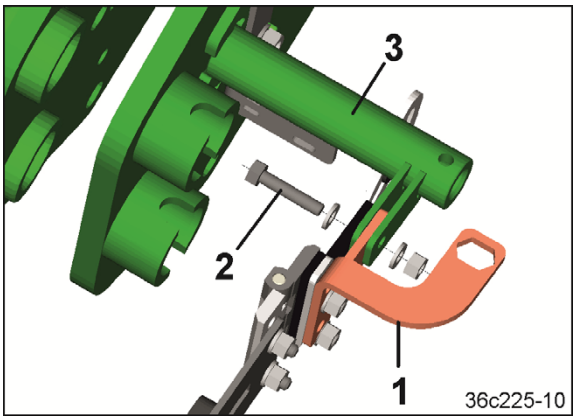

Fig. 98
6. Ausleger (Fig. 98/1) mit einer Skt. Schraube (Fig. 98/2) an der Aufnahme (Fig. 98/3) anschrauben.